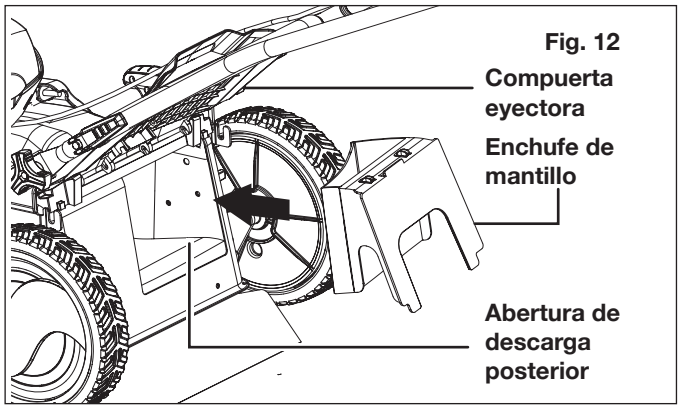

Fig. 12
2. Inserte el enchufe de mantillo por completo en la abertura de descarga posterior y asegúrese de que esté instalado de forma segura (Fig. 12).